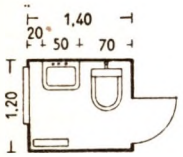

Fig. 4
W.C.'s met laag reservoir of flushometer worden geplaatst onder hoogliggende ramen, waar geen gelegenheid is een hoog reservoir te plaatsen (fig. 1—3 en 7). In fig. 4—6 en 8 kunnen hooge reservoirs worden toegepast.